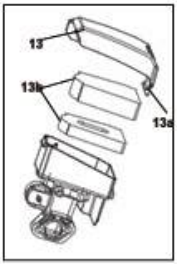

Abb. 28
2. Drücken Sie die zwei Clips (13a), um die Luftfilterabdeckung (13) zu entriegeln, und nehmen Sie anschließend die Abdeckung ab (Abb. 28).